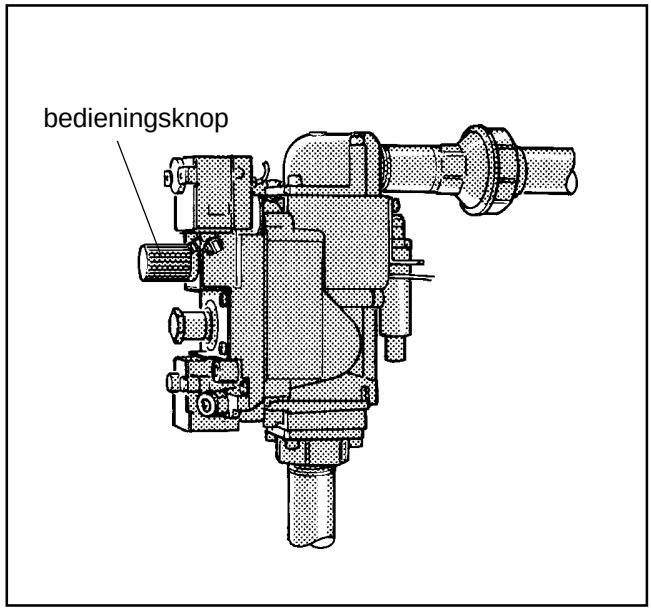

Afb. 1
- Bedieningsknop van het gasblok naar rechts tot aan het symbool “punt” draaien (afb. 1).